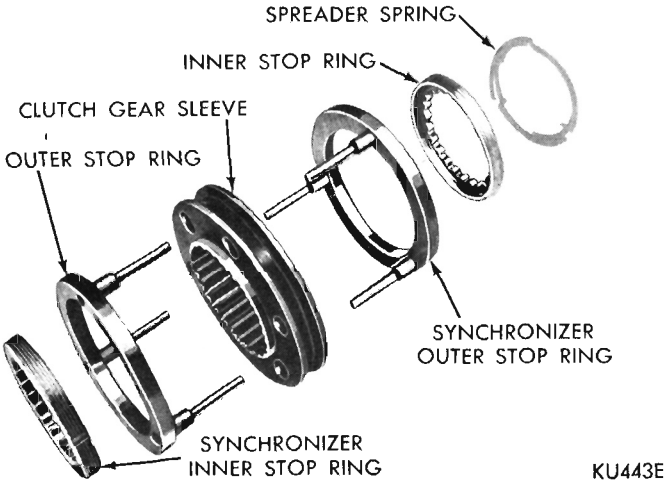

Fig. 23—A-903 Synchronizer Unit
(1) With transmission in reverse, remove mainshaft rear bearing outer selective snap ring, then partially remove mainshaft.
(2) Cock mainshaft, then remove clutch sleeve, outer synchronizer rings, front inner ring and 2-3 shift fork (Fig. 23 or 24).
(4) Place pinion shaft in a vise (with soft jaws), then install bearing rollers in cavity of shaft. 14 rollers for A-903 transmission and 15 rollers for A-745 transmission. Coat bearing rollers with heavy grease, then install bearing retaining ring in its groove.
(5) Install third gear inner stop ring (Fig. 23 or 24) in third gear outer stop ring. Guide drive pinion through front of case and engage inner stop ring with clutch teeth, then seat pinion bearing. The pinion shaft bearing is fully seated when snap ring is in full contact with the case.